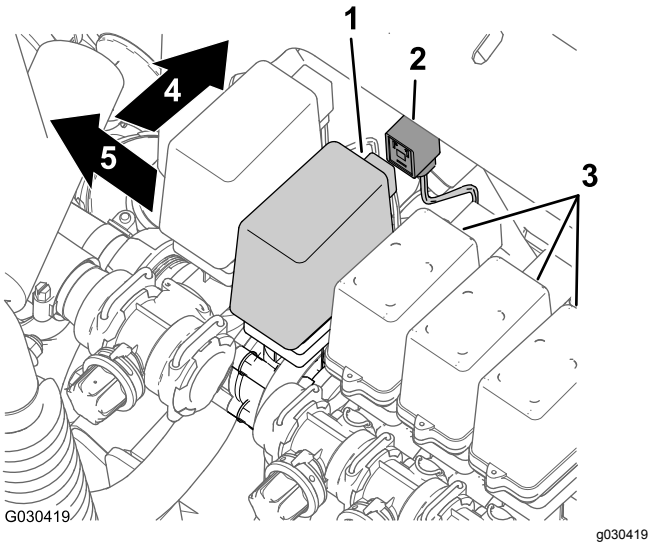

Figur 12
1. Leta reda på det bakre huvudkablagets kontakt med tre uttag på maskinens baksida som är märkt med EDUCTOR (Figur 12) (ejektor).
2. Ta bort huvudkablagets ejektorkontakt från ejektorventilens kontakt med tre blad (Figur 12).